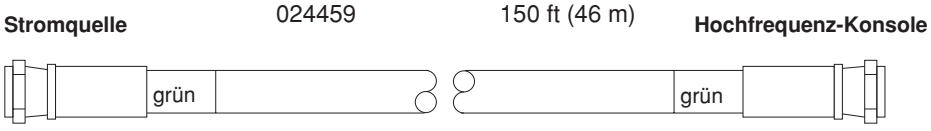

Abbildung 3-12 Kühlmittel-Zufuhrschlauch
③ Kühlmittel-Zufuhrschlauch (grün) (Abb. 3-12)